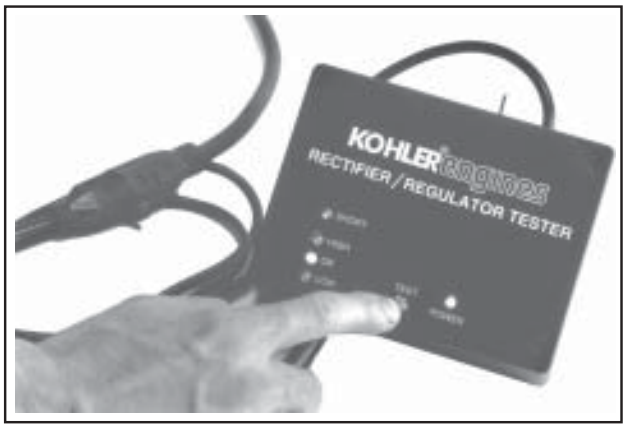

Figure 8-27.
4. Press the ''TEST'' button until a "click" is heard and then release. See Figure 8-27. Momentarily one of the four status lights will illuminate, indicating the condition of the part.
6. Press the ''TEST'' button until a ''click'' is heard and then release. See Figure 8-27. Momentarily one of the four status lights will illuminate indicating the **partial condition** of the part.
6. Press the ''TEST'' button until a "click" is heard and then release. See Figure 8-27. Momentarily one of the four lights will relight indicating the **partial condition** of the part.
4. Press the ''TEST'' button until a "click" is heard and then release. See Figure 8-27. Momentarily either the ''HIGH'', ''LOW'', or ''SHORT'' light will flash.